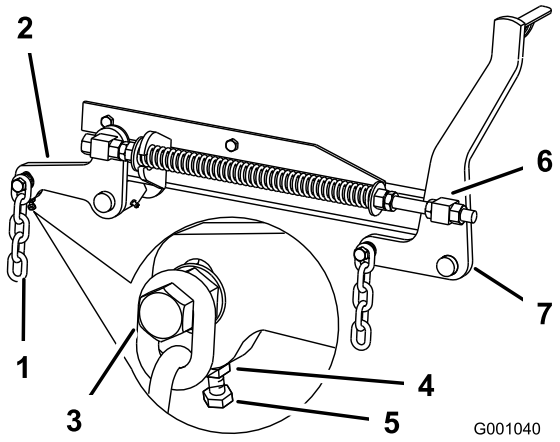

Figur 72
7. Om måtten vid punkt **B** eller **C** är felaktiga ska du lossa den bult som håller fast den bakre kedjan vid den bakre stödarmen (Figur 72).
8. Lossa kontramuttern under den bakre stödarmen och anpassa justerskruven så att du får ett mätvärde på mellan 79 och 83 mm (Figur 72).
7. Lossa kontramuttrarna för de främre lekarna framtill på höger och vänster lekare cirka 13 mm (Figur 72).
8. Justera lyftmuttrarna på både vänster och höger sida av maskinen för att få en inställning som är 6 till 10 mm lägre fram vid A än bak vid **B** (Figur 72).